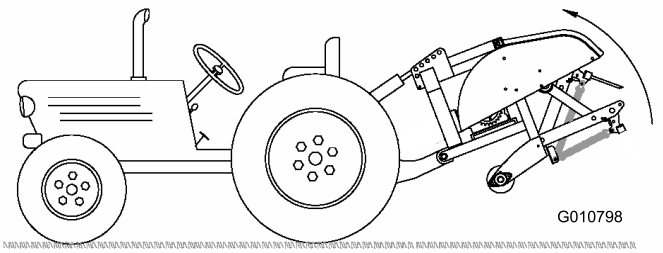

Figur 12
2. Höj upp luftaren så långt det går och dra in den hydrauliska topplänkens cylinder eller den övre länken (Figur 12).